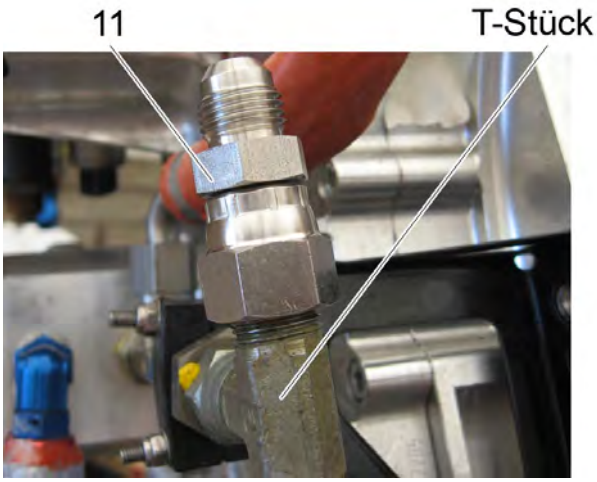

Bild 22
19. Den Adapter (item 11) an das T-Stück anbringen und mit dem vorgeschriebenen Anzugsmoment anziehen, während am T-Stück gegengehalten wird. Siehe Bild 22.